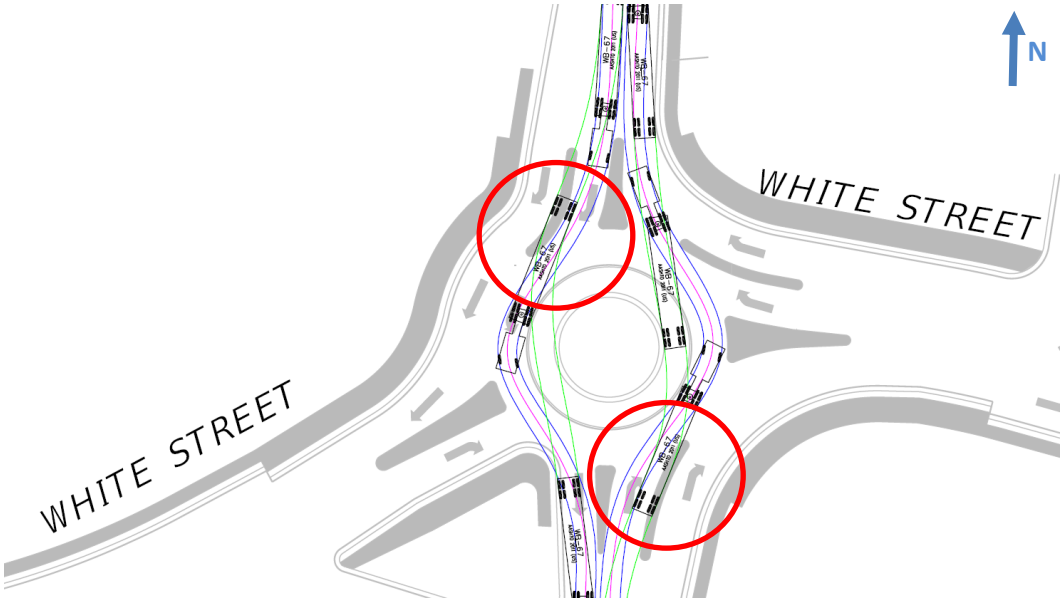

Figure 15. WB-67 Movements at Roundabout 2
- As shown in Figure 15, there is insufficient space for a WB-67 truck to enter and circulate the roundabout without encroaching upon the edge of curb, central island (beyond the truck apron), and the channelized islands between the roundabout and right-turn bypass lanes. This can be addressed by increasing the ICD to 130 feet.